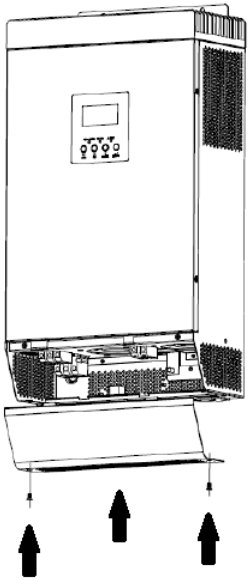

Abb. 6-17 Schließen des Anschlussbereichs.
- Anschließend können Sie den Geräteboden gemäß der nachfolgenden Abbildung (Abb. 6-17) wieder schließen.